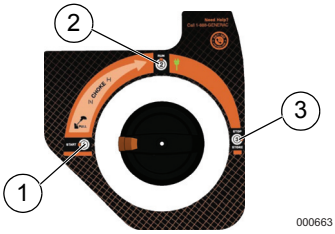

Figura 3-2. Posiciones de PowerDial
2. Vea la *Figura 3-2*. Gire PowerDial a START (Arranque) (1).
5. Vea la *Figura 3-2*. Cuando el motor arranca, gire PowerDial a RUN (Funcionamiento) (2). La operación del cebador se reduce a medida que PowerDial se gira hacia RUN (Funcionamiento). Si el motor falla intermitentemente, gire PowerDial en sentido contrahorario a START (Arranque) (1) para aumentar el cebador. Cuando el motor funcione suavemente, gire de vuelta a RUN (Funcionamiento).
3. Vea la *Figura 3-2*. Gire PowerDial en sentido horario a STOP (Parar) (3).
1. Vea la *Figura 3-2*. Gire PowerDial en sentido contrahorario, desde STOP (Parar) hasta justo pasando RUN (Funcionamiento). Esto abrirá la válvula de combustible y permitirá la puesta en marcha.